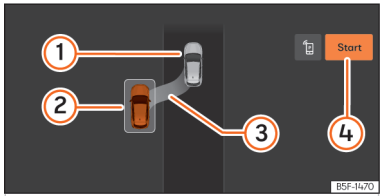
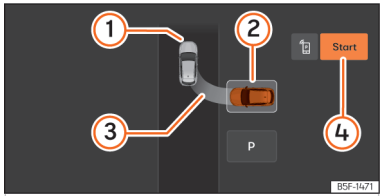

Abb. 157 Am Bildschirm des Infotainment-Systems: Position zum Längseinparken.
Abb. 158 Im Bildschirm des Infotainment-Systems: Position zum Quereinparken.
① Eigenes Fahrzeug
② Erkannte Parklücke
③ Anzeige des vorgeschlagenen Einparkzugs
④ Einparkmanöver einleiten
- Prüfen Sie anhand der Anzeige im Bildschirm des Kombi-Instruments, ob die Parklücke als „geeignet“ erkannt wurde und ob die korrekte Position zum Einparken ››› (Abb. 157), ››› (Abb. 158) erreicht wurde. Die Parklücke wird als „geeignet“ betrachtet, wenn auf dem Bildschirm des Kombi-Instruments die Anzeige zum Einparken erscheint ③.